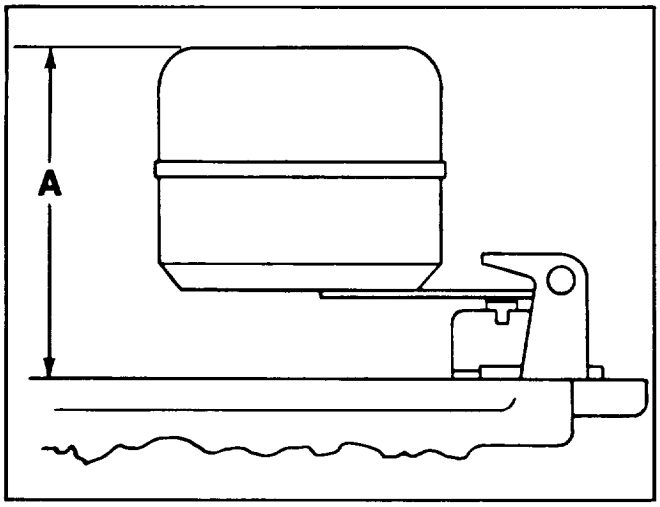

Figure 5-82. Float Level Check
m. Check float level with throttle body in an inverted position, measure level from machined surface of body to top of float at highest point. The measurement, "A" figure 2, should be 1-5/32 inches + or - 1/32 inch. To increase or decrease measurement, bend float close to float body. See figure 5-82.
p. Float Level. Check position of float assembly for correct measurement to obtain proper float level, using a depth gauge. The "A" dimension should be 1-5/32 inch plus or minus 1/32 inch, see figure 5-82.